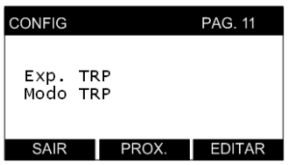

Figura 1
1. Nesta página é possível habilitar ou desabilitar o expurgo das leituras inválidas ou selecionar o modo de armazenamento para a medição de Tensão de Regime Permanente (TRP). Clique em **EDITAR** para iniciar a edição (figura 1);